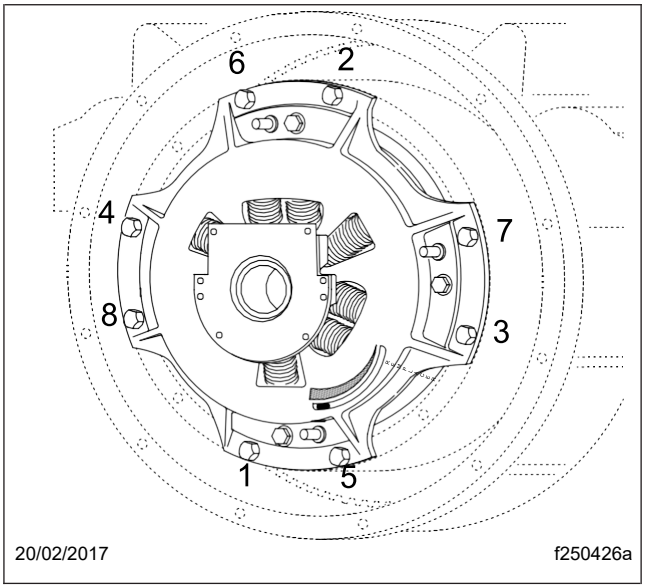

Fig. 7, Séquence de serrage
7. Serrez progressivement les boulons de montage dans un motif entrecroisé en commençant par le boulon inférieur gauche. Couple à 45 lbf·pi (61 N·m). Voir**fig. 7**.